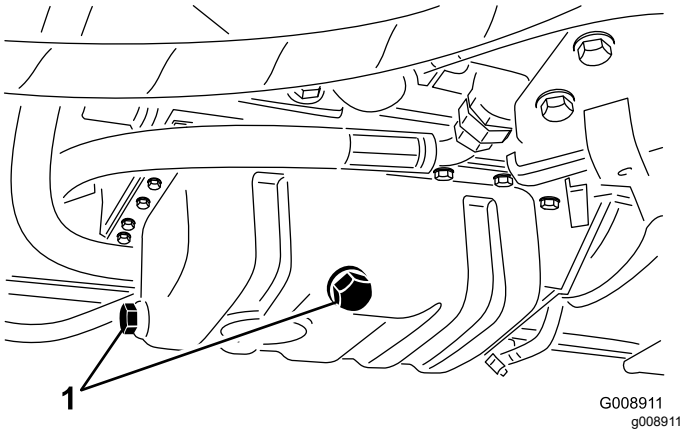

Figuur 74
3. Verwijder één van de aftappluggen (Figuur 74) en laat de olie in een opvangbak lopen. Als er geen olie meer uit stroomt, plaatst u de aftapplug terug.